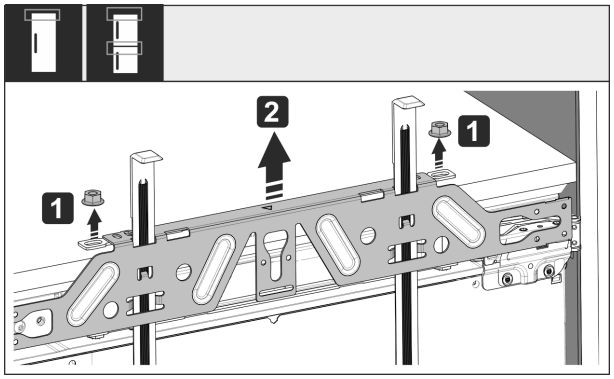

Fig. 53
▶ Odvijte protimatice *Fig. 53 (1)*.
▶ Snemite pritrdilni prečnik *Fig. 53 (2)*.